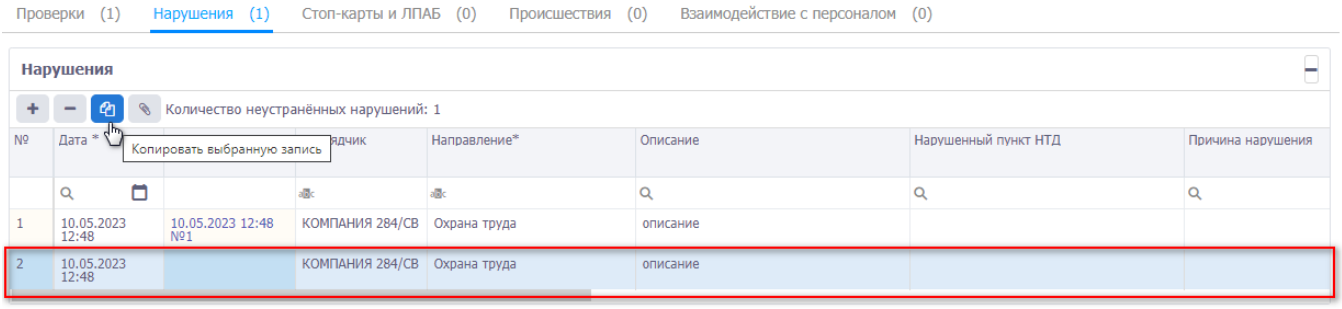

Рис. 3.241
- копирование выбранной записи. Для копирования записи следует выделить запись в таблице и нажать кнопку. Появится новое нарушение в таблице (рис. 3.241) с такими же параметрами, как скопированное.